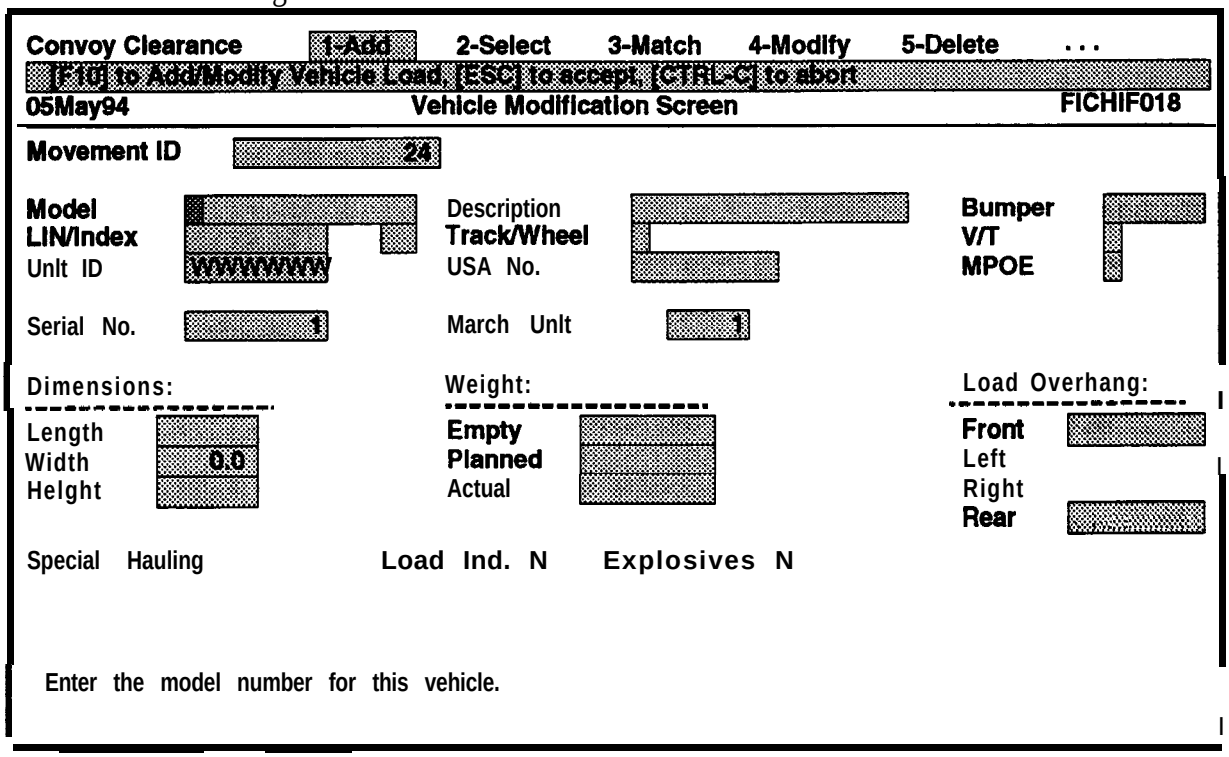

Figure 7-12. Vehicle Modification Screen
d. Enter **the Movement ID** of the desired convoy and press ESC, or press **ESC** to accept the displayed Movement ID, or press F6 to display a list of valid Movement **IDs.** When F6 is pressed, use the cursor control keys to highlight the correct Movement ID, and then press ESC to accept it. The Vehicle Modification Screen will be displayed as shown in Figure 7-12. The cursor will move to the **Model** field.